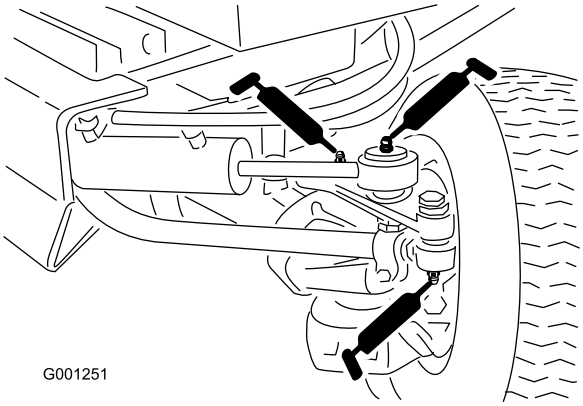

Figur 45
- Parallellstagets ender (2) (Figur 45)
- Sylinderstangens ender (2) (Figur 45)
- Styretapper (2) (Figur 45)
- Akseltappbolt (Figur 45)